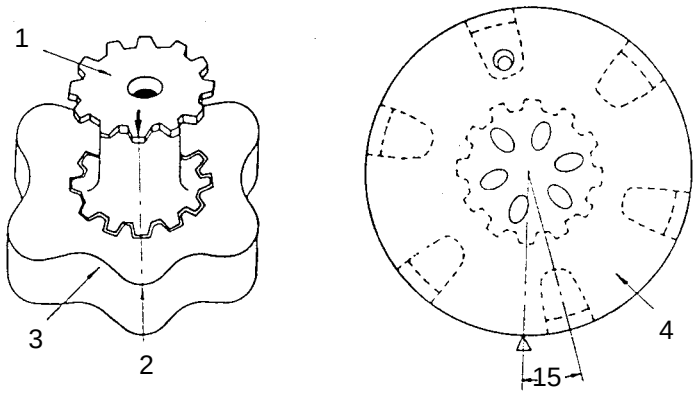

Figure 6-57
17. Install valve, taking into account the information on valve timing in Figure 6-57.